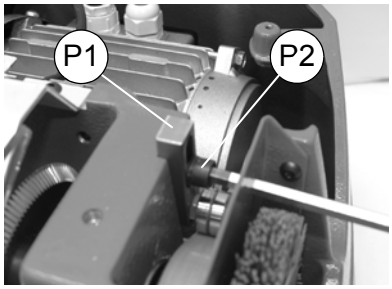

Рис. 23
* ДЛЯ ВЕРСИЙ СО ШКИВАМИ НАТЯЖЕНИЯ РЕМНЯ (P1) (рис. 23)
** ДЛЯ ВЕРСИЙ СО ШКИВАМИ НАТЯЖЕНИЯ РЕМНЯ (P1) (рис. 23)